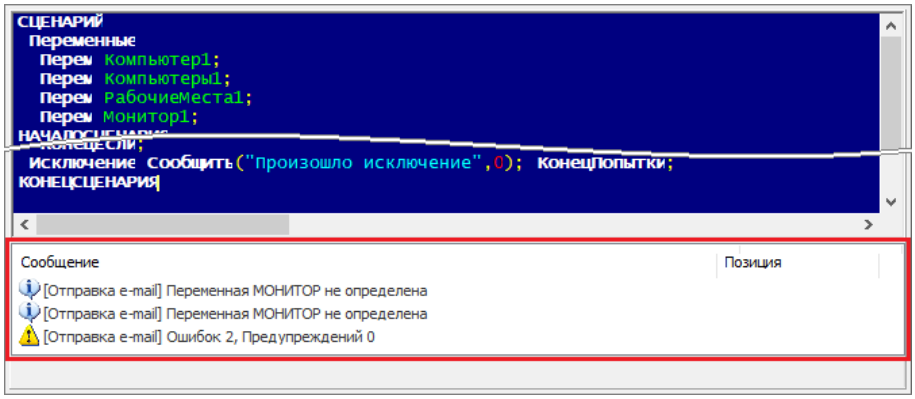

Рисунок 6-601 Результаты проверки корректности программного кода сценария управления в области сообщений об ошибках
– если в сценарии управления есть ошибки, в области сообщений об ошибках появится соответствующая информация (см. Рисунок 6-601), при этом предупреждения могут считаться ошибками, если в редакторе сценариев (см. п. 6.3.5.1.2.3.3) установлен флаг для признака «Считать предупреждения ошибками»;